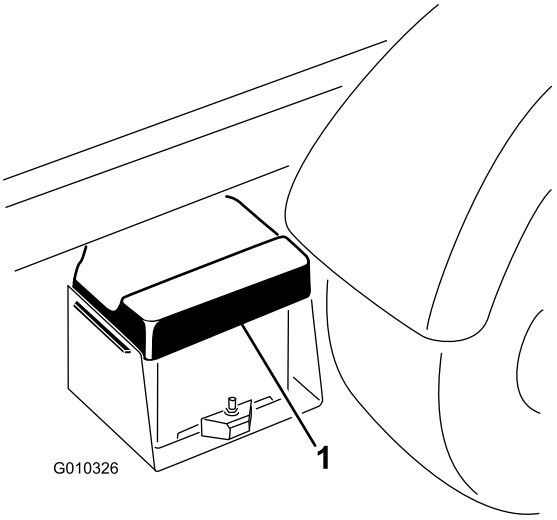

**Figur 49**
1. Klem batteridekselet for å løsne tappene fra batteribasen, og fjern batteridekselet fra batteribasen (Figur 49).